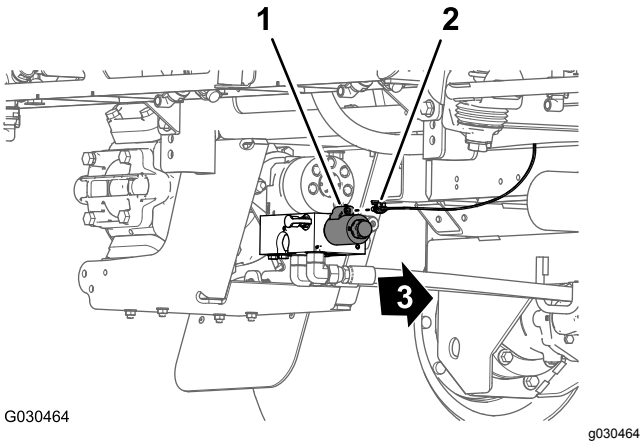

Figur 95
1. Anslut kontakten med två uttag på den 86,6 cm långa kablagedelen på maskinens baksida (på insidan av sprutpumpen) som är märkt **Spray Pump Solenoid** (sprutpumpselektromagnet) till kontakten med två stift på pumpreläet (Figur 95).